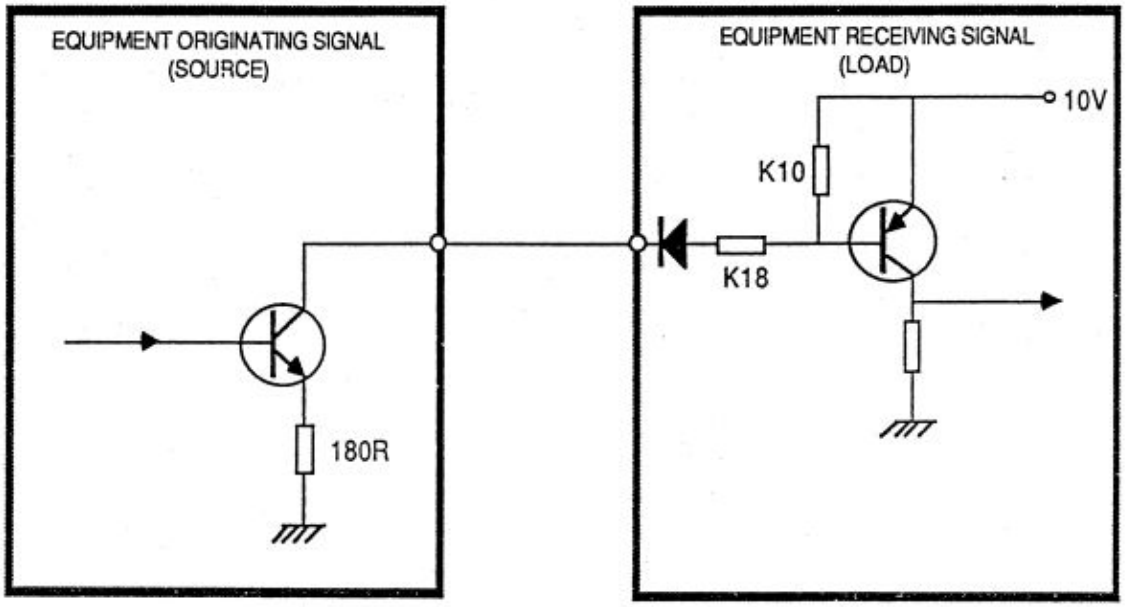

FIGURE 1.
1. The term 'Open Collector' refers to the configuration of the circuitry which makes the signal line the connection from the source transistor to its collector load. Figure 1 illustrates the situation, with the source transistor situated in the controlling, or 'signal output', equipment and its collector load in the controlled, or 'signal input', equipment.